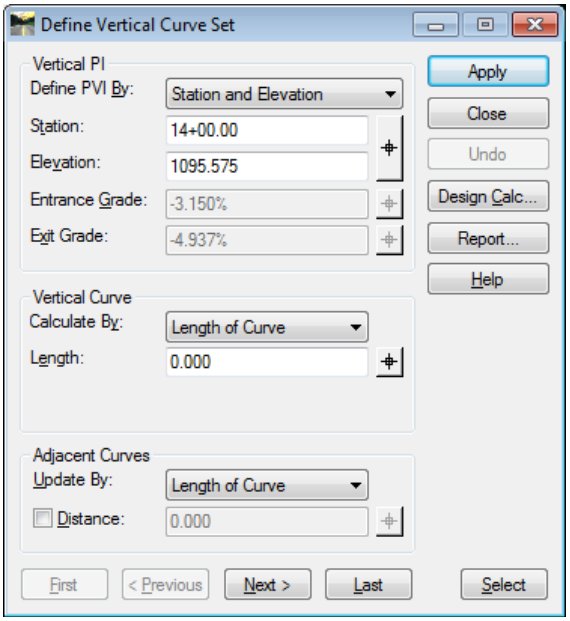

Figure L4-12 Define Vertical Curve Set
27.	• In InRoads, Select **Geometry ► Vertical Curve Set ► Define Curve**. The **Define Vertical Curve Set** dialog opens as shown in *Figure L4-12* (with the first **PVI** active).